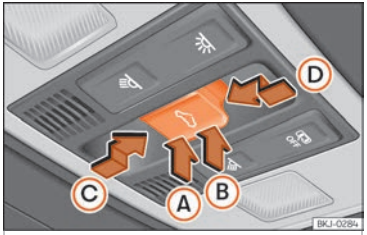

Fig. 96 On the interior roof lining: sunroof button.
The button ››› Fig. 96 has two levels. The first level switches the sunroof to the tilted position, opening or closing it fully or partially.
- Within approximately 5 seconds of having activated the roll-back function, press the ⌓ ››› Fig. 96 button to the second level in the direction of arrow ››› Fig. 96 Ⓓ until the sunroof closes completely.